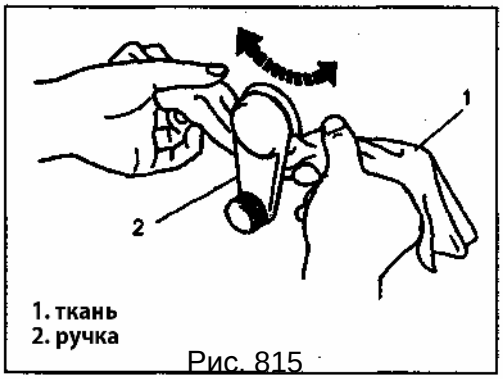

Рис. 815
1) Снимите ручку стеклоподъемника при помощи ткани как показано на рисунке (Рис.815).